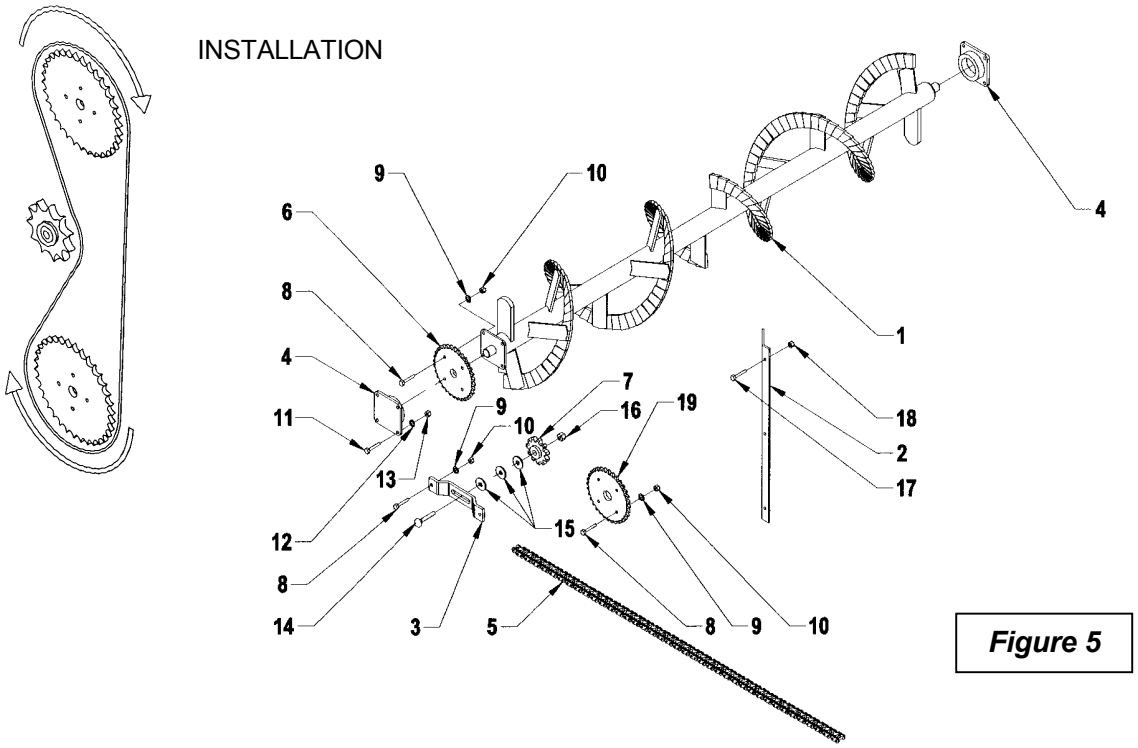

Figure 5
Second Auger Conversion Kit 9462 (Option) **(Figure 5)**
4. Install idler sprocket (item 7) on chain idler support (item 3) as shown. Assemble support inside snowblower in the pre-bored holes.
5. Install the chain (item 5) as shown on figure 5. Align the auger's sprockets with the idler sprocket and tighten securely the setscrews on the auger bearings to stabilize the augers.
6. Install the new chain guard (item 2) supplied with the optional upper auger. Reinstall the lower auger chain and the front guard.